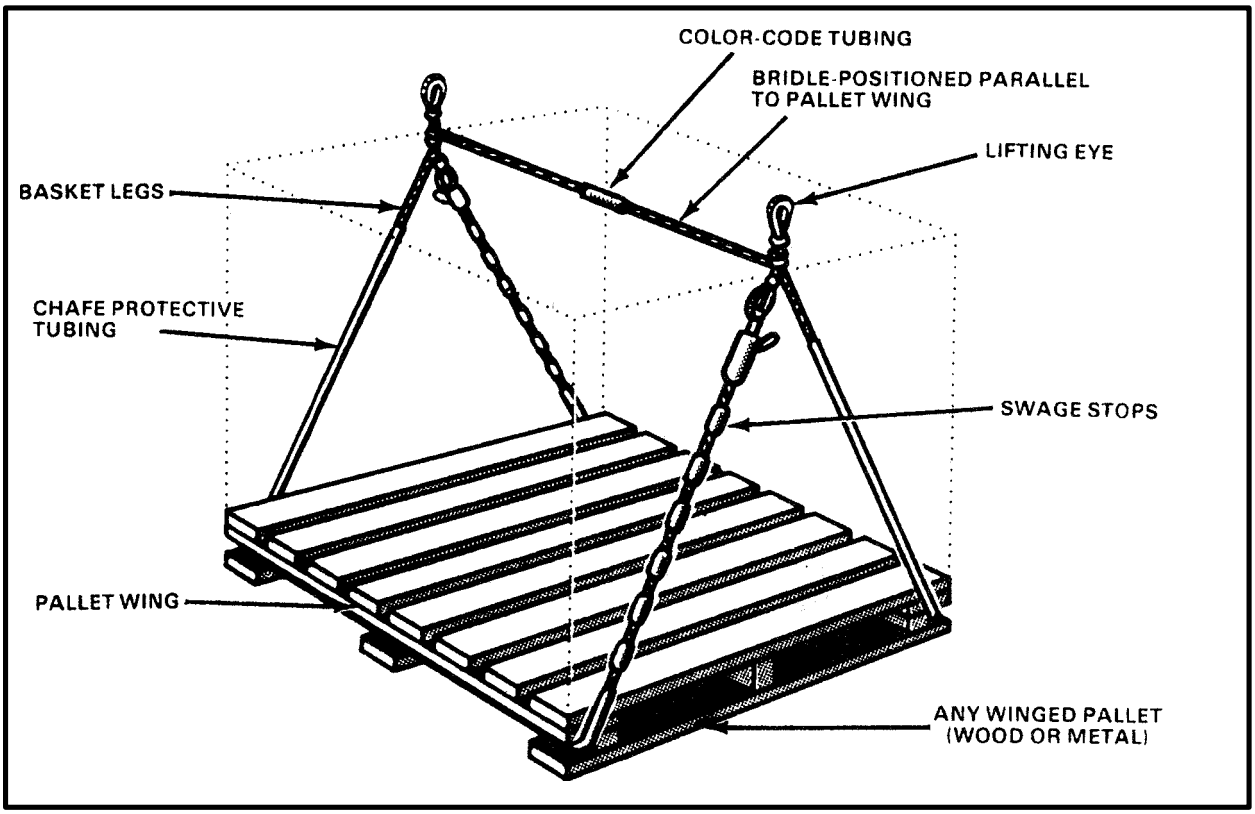

*Figure 9-8. Adjustable Pallet Sling Mk85, 86, 87, and 100*
**a. Adjustable Pallet Slings.** Palletized ordnance may be transferred without cargo nets using the adjustable pallet sling (Figure 9-8). In order to attach the sling to the load, follow these steps: